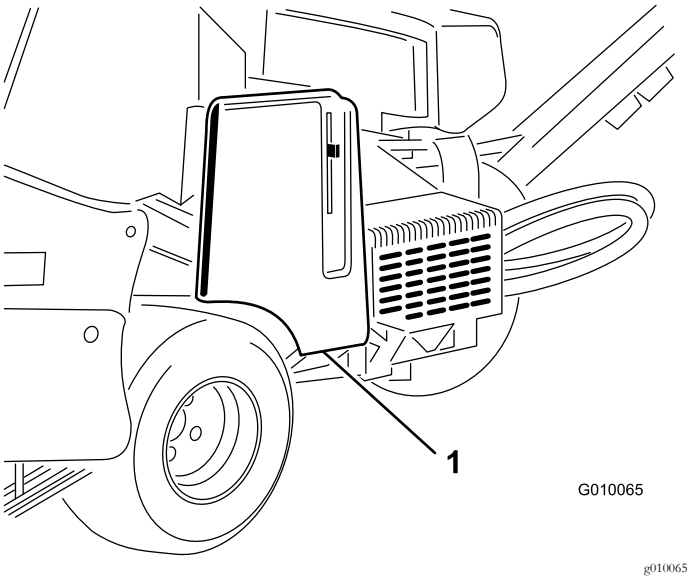

**Figur 55**
2. Lås opp og ta av remdekselet (Figur 55).